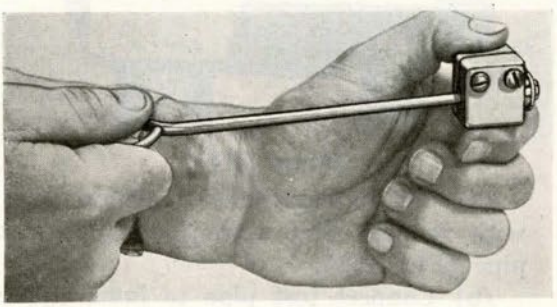

Figure 150
*11. Lap air check valve (Fig. 150). **(WE110, 74)**